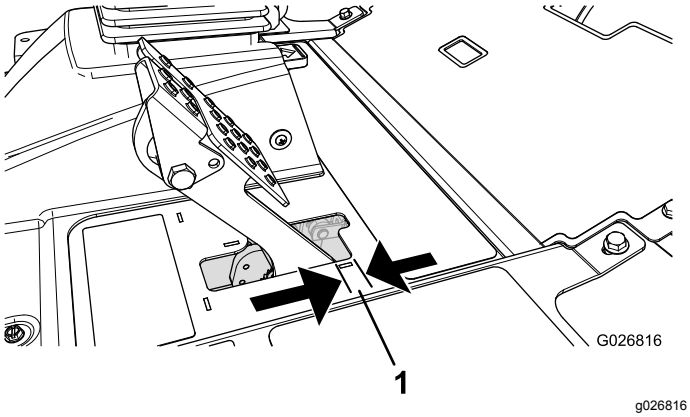

Рисунок 60
Тормоза необходимо отрегулировать, если свободный ход (Рисунок 60) педали тормоза превышает 2,5 см или требуется большее усилие нажатия для торможения. Свободный ход — это расстояние перемещения педали тормоза до ощущения тормозного сопротивления.
2. Затяните заднюю гайку, чтобы переместить трос назад так, чтобы свободный ход педалей тормоза составил от 0,63 до 1,27 см (Рисунок 60) до момента фиксации колес.